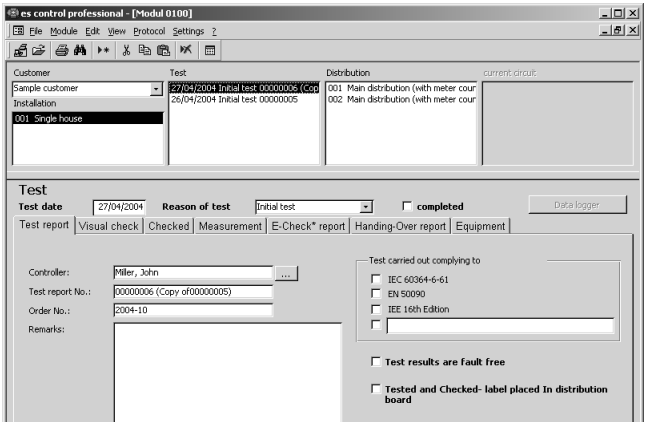

Figure 5.27: Duplicate data record for distribution
- Select the “Duplicate” function from the “Data record” menu. A copy of the previously selected data record is made. The example below shows the creation of a new distribution “Main distribution (with meter counter) (copy)”. Please refer to Figure 5.27. All subordinate current circuits are also copied.